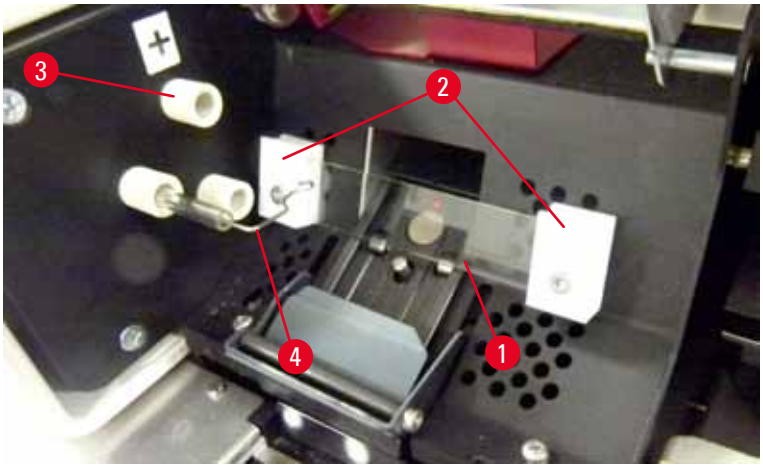

Fig. 20
5. Kontrollér, at kontaktfjederen (→ "Fig. 19-2")/(→ "Fig. 20-4") er fjernet fra lampens tændingstråd (→ "Fig. 21-1") (se også (→ "Fig. 20")).